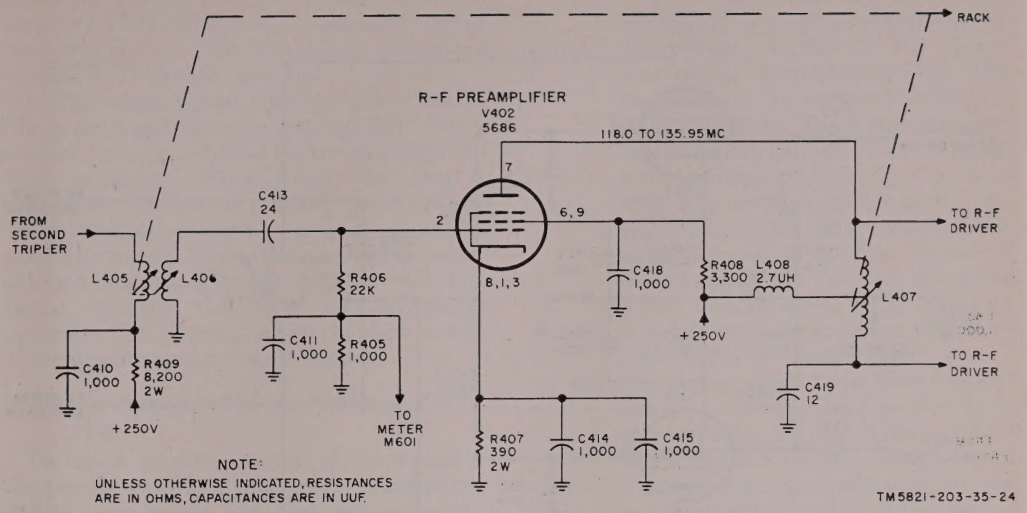

Figure 10. Rf preamplifier V402, simplified schematic diagram.
22. Rf Preamplifier V402 (fig. 10)